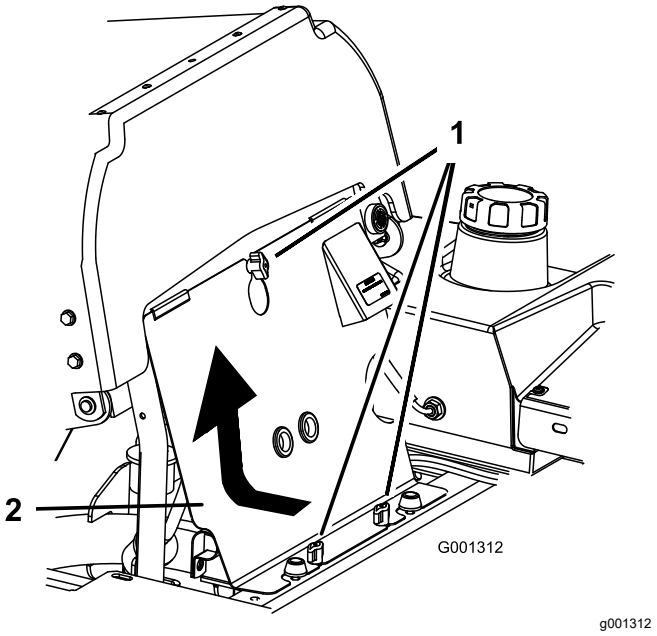

Figur 62
1. Tippa sätet framåt och demontera den främre motorkåpan (Figur 62).